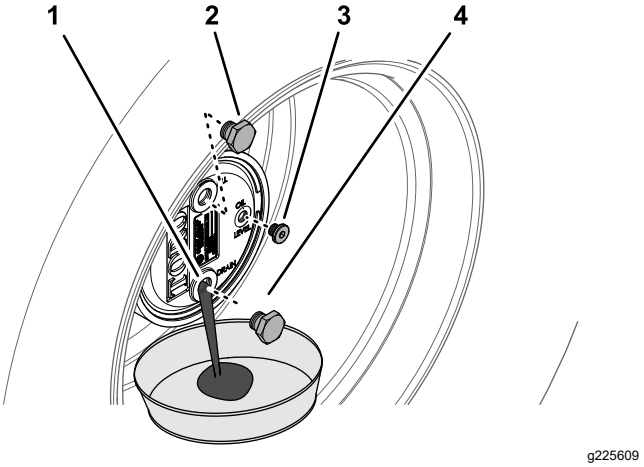

Рисунок 102
2. Снимите пробку заливного отверстия, расположенную в положении «12 часов», и пробку контрольного отверстия, расположенную в положении «3 часа» (Рисунок 102).
3. Подставьте сливной поддон под ступицу планетарной передачи, снимите пробку сливного отверстия, расположенную в положении «6 часов», и дайте маслу полностью стечь (Рисунок 102).
5. Установите пробку сливного отверстия в сливное отверстие корпуса планетарного редуктора (Рисунок 102).